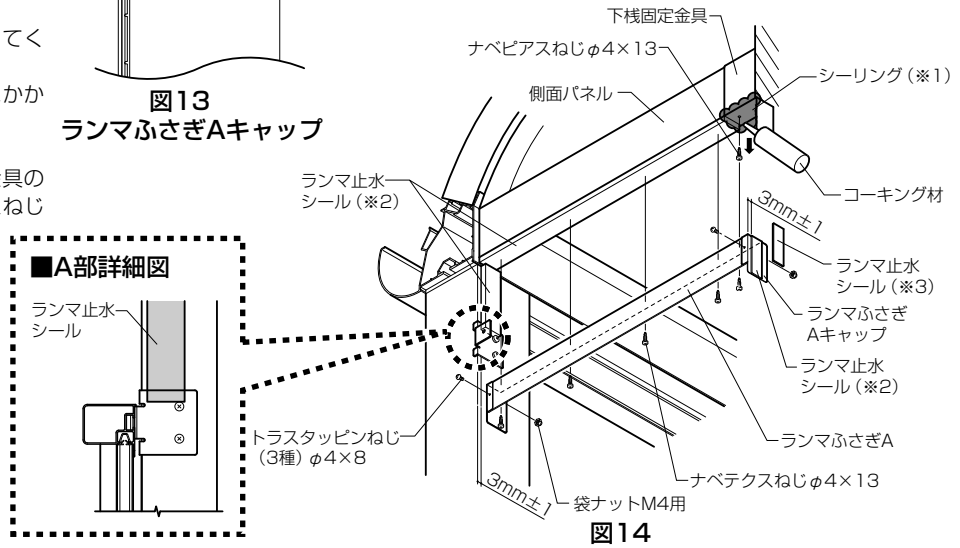

図14
④側面パネルに取付いている下桟固定金具からナベピアスねじφ4×13を取外してください。（図14）
⑤ランマふさぎAにランマふさぎAキャップをはめ込んで取付けた後、袋ナットM4用をねじ先に取付けてください。（図13、図14）
⑥ランマ止水シールを図14にしたがって、柱、側面パネル下桟、躯体側に取付けるランマふさぎAキャップに張付けてください。
⑦ランマふさぎAの躯体側穴位置と下桟固定金具の穴位置を一致させ、④で取外したナベピアスねじφ4×13で共締めしてください。（図14）
⑧ランマふさぎAの残りの穴を使用して側面パネルに仮止めしてください。（図14）